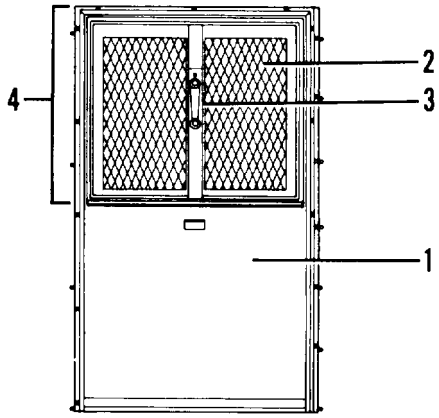

Figure 2-15. Retractable window
- Three retractable windows (right side) (figure 2-15)
b. Blackout covers (1, figure 2-15) that slide up inside of the semitrailer.
c. Brush guards (2).
d. A lever (3) is used to open and close retractable window sash (4).